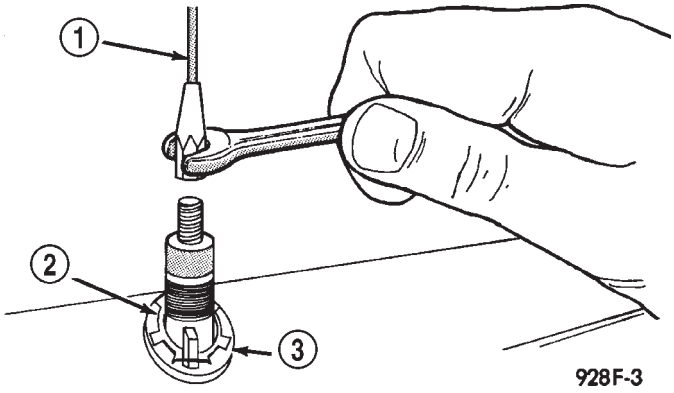

Fig. 4 Antenna Mast Remove/Install - Typical
(7) Raise the sleeve on the antenna mast far enough to access and unscrew the antenna mast from the antenna body (Fig. 4).